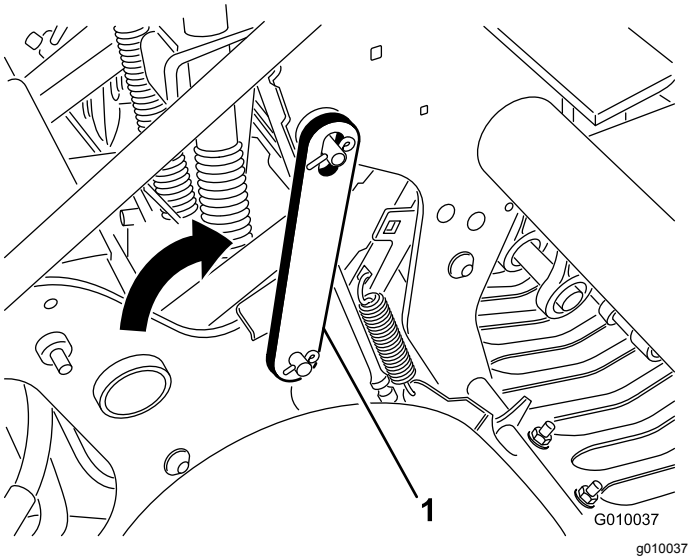

Figur 22
4. Vrid servicespärren bakåt, och sätt fast den på luftarhuvudstappen (Figur 22). Fäst den med klämringen.